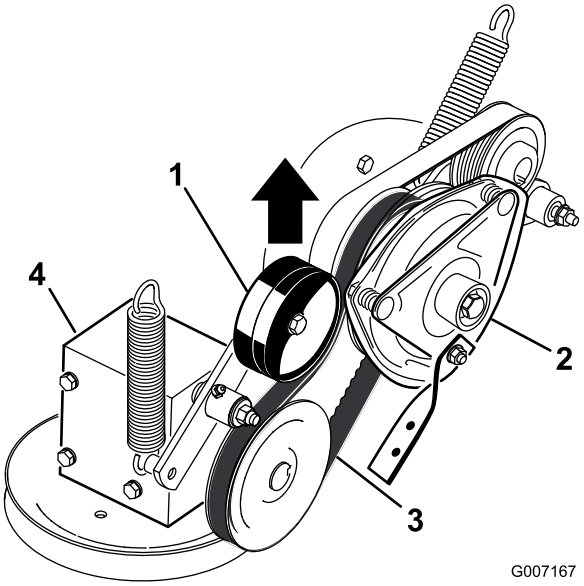

Rysunek 64
4. Pociągnij sprężynowe koło pasowe luźne paska napędowego WOM i zdejmij pasek z koła pasowego sprzęgła (Rysunek 64).
16. Pociągnij sprężynowe jałowe koło pasowe luźne paska napędowego WOM i załóż pasek na koło pasowe sprzęgła (Rysunek 64).